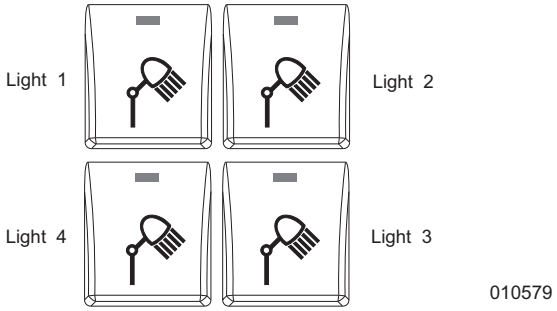

Figure 3-52. Light Fixture ON-OFF Buttons
3. See *Figure 3-52*. Switch lights OFF (O) by pressing the light ON-OFF buttons.